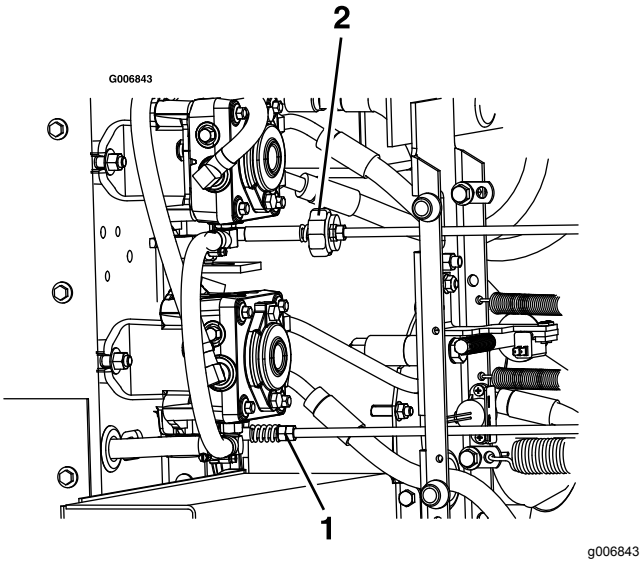

Figura 63
9. Para obter a posição de PONTO MORTO, ajuste as ligações esquerda e direita da barra de controlo da bomba que ligam o controlo de direção aos braços de controlo da bomba até que as rodas parem ou deslizem ligeiramente para trás (Figura 63).
11. Ajuste a ligação direita da bomba utilizando uma chave para rodar as porcas duplas no conjunto (Figura 63).